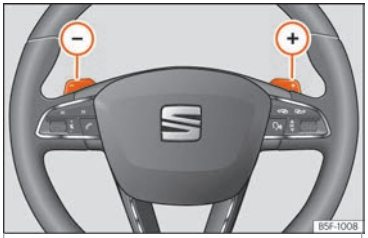

Fig. 243 Steering wheel with two paddle shifts for Tiptronic
- In **D** or **S**, move the steering wheel paddle shifts ››› Fig. 243.
- Pull the right-hand side paddle ⊕ ››› Fig. 243 towards the steering wheel to step up a gear.
- Pull the left-hand side paddle ⊖ ››› Fig. 243 towards the steering wheel step down a gear.
- **OR:** reduce using the steering wheel paddles ››› Fig. 243 ››› page 250.